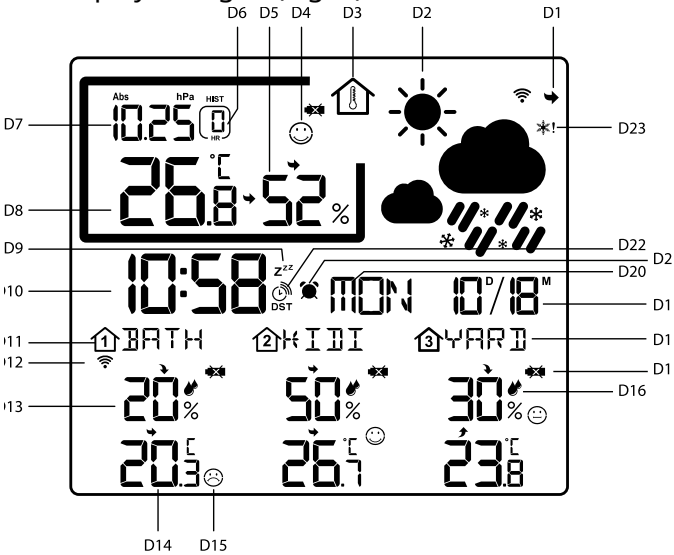

Fig. 2: Alle Displayanzeigen der Basisstation
Displayanzeigen (Fig. 2) 10
4. Displayanzeigen (Fig. 2)